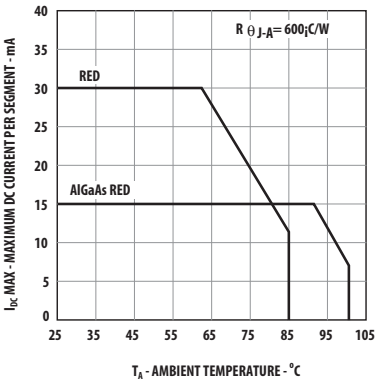

Figure 3. Maximum Allowable DC Current vs. Ambient Temperature.
5. Derate maximum DC current for Red above T_A = 62°C at 0.79 mA/°C, and AlGaAs Red above T_A = 91°C at 0.8 mA/°C. See Figure 3.